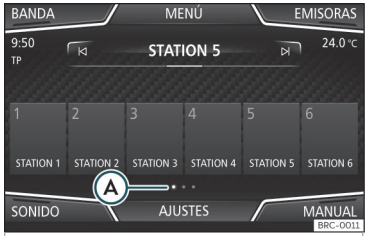

Fig. 147 Menú principal RADIO.
- **O BIEN:** Pulse uno de los botones de función ››› **fig. 147** Ⓐ